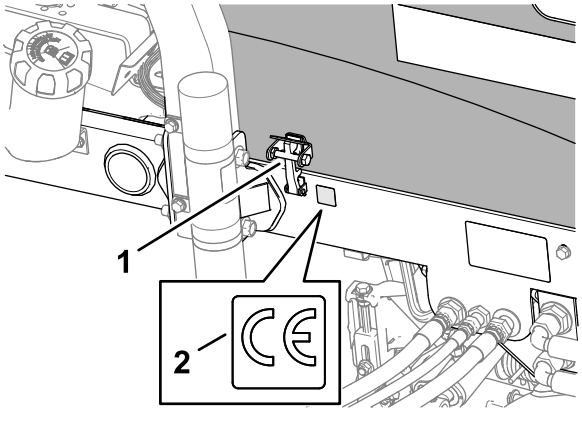

**Figur 38**
3. Torka av den vänstra ramen nära motorhuvlåset med alkohol och låt ramen torka (Figur 38).
4. Ta bort skyddspapperet och fäst CE-dekalen på ramen enligt Figur 38.